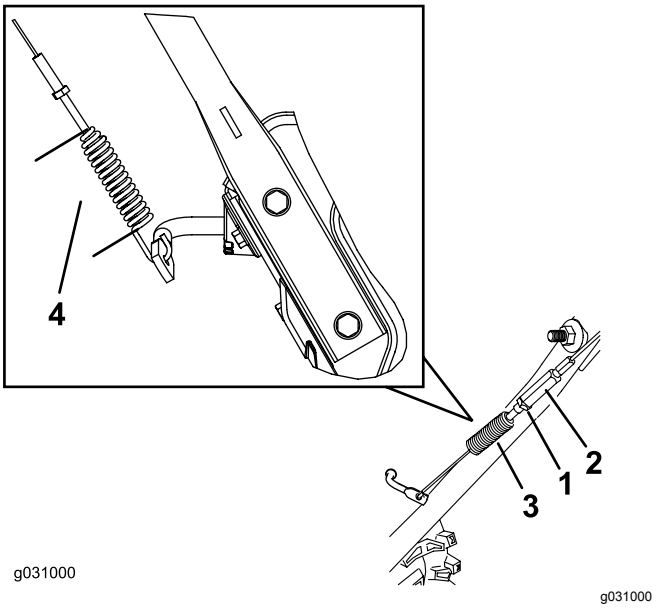

Rysunek 38
3. Odkręć lub dokręć ściągacz, aby ustawić długość sprężyny na 7 cm, jak pokazano na Rysunek 38.
4. Dokręć przeciwnakrętkę (Rysunek 38), upewniając się, że linka jest lekko napięta.